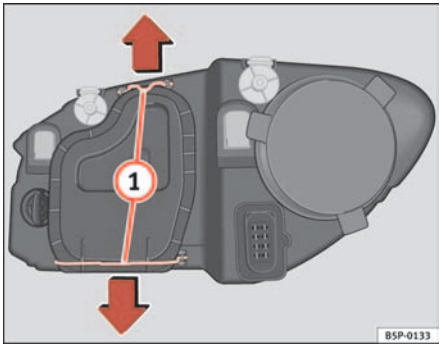

Fig. 181 Dipped head-lights
– Remove the loops ⇒ page 251, fig. 181 (1) in the direction of the arrow and remove the cover.